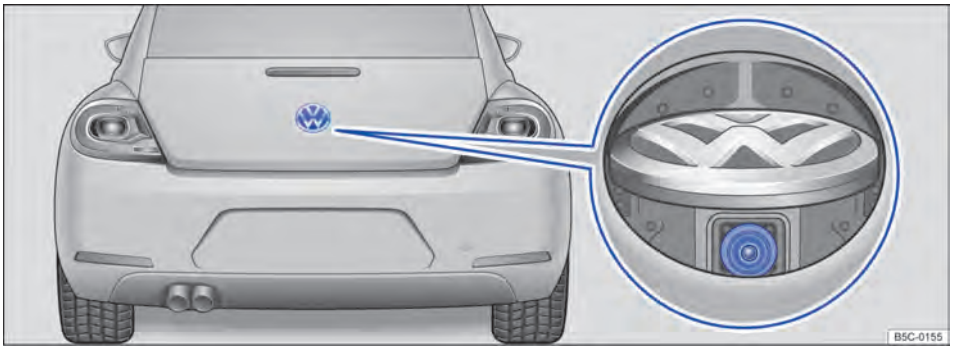

Fig. 123 Na tampa traseira: local de instalação da câmera de marcha a ré.
- ✓ Uma imagem confiável e clara, por exemplo, condições de visibilidade boas e lentes limpas ⇒ Fig. 123.
A câmera de marcha a ré ⇒ Fig. 123 (lupa) somente fornece imagens bidimensionais. As reentrâncias, bem como os objetos salientes no solo ou as ▶
Manter a lente da câmera ⇒ Fig. 123 (lupa) limpa, sem neve e sem gelo: